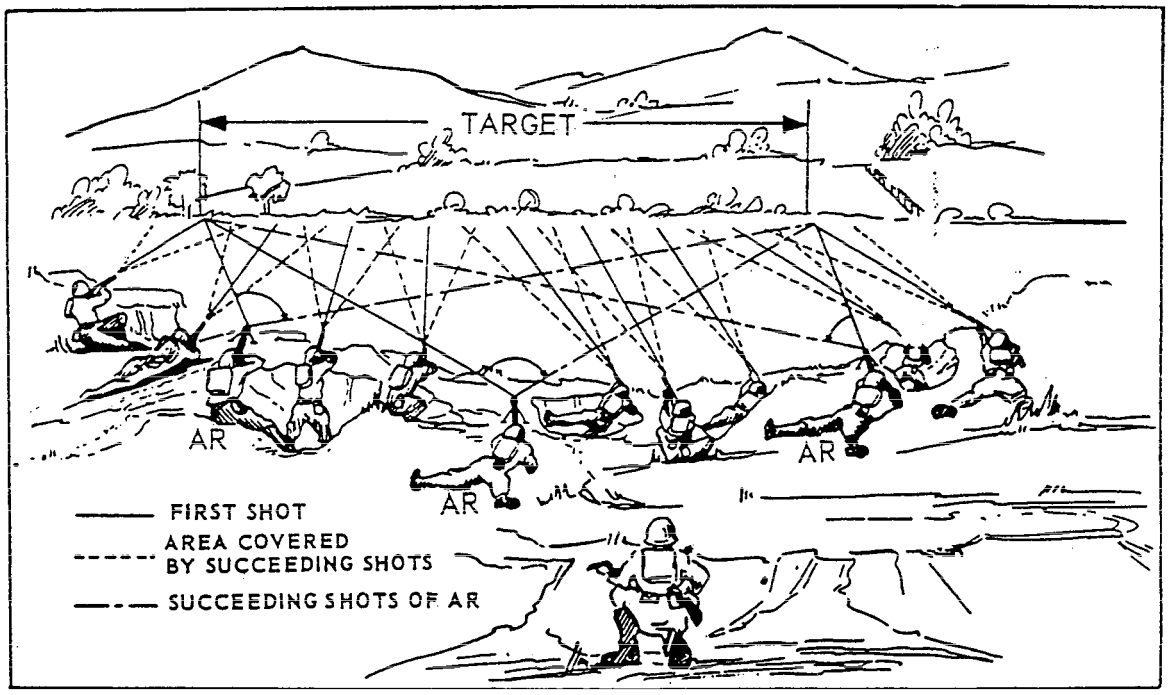

Figure 3-67—Fire distribution by individuals of the rifle squad.
- DISTRIBUTED FIRE is fire distributed in width for the purpose of keeping all parts of a larger-than-point target under effective fire. Each rifleman fires his or her first shot at that portion of the target corresponding generally to his or her position in the squad. He or she then distributes his or her succeeding shots over that part of the target extending a few yards right and left of the point of aim for his or her first shot. The width of target he or she will cover will be the maximum on which he or she can deliver accurate fire without changing his or her position, as shown in figure 3-67.